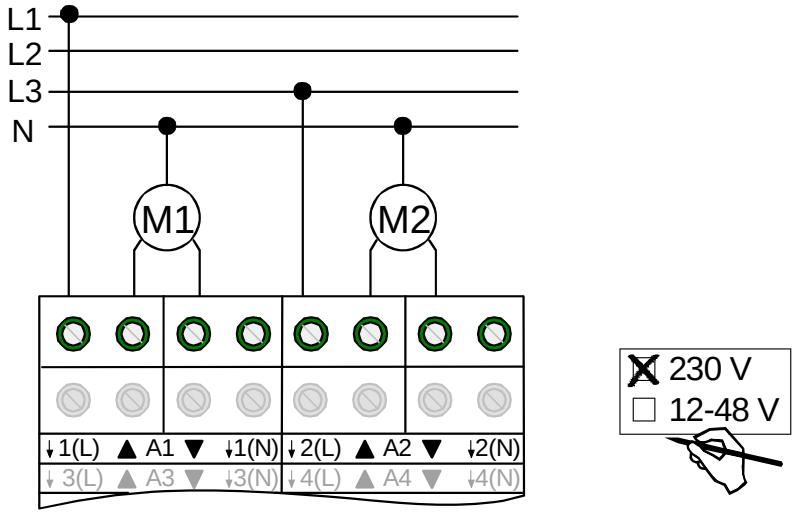

Bild 2: Elektrischer Anschluss für 230 V-Antriebsmotoren
- Antriebsmotoren gemäß Bild 2 anschließen (Anschlussbeispiel).